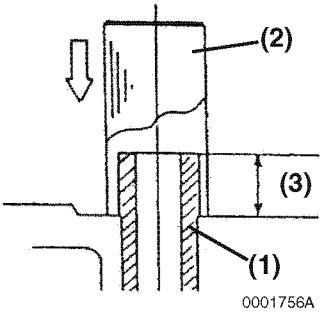

Figure 6-66
3. Finish installing the valve guides **(Figure 6-66, (1))** into the cylinder head to the proper height **(Figure 6-66, (3))** using the valve guide installation tool **(Figure 6-66, (2))**. *See Intake / Exhaust Valve and Guide on page 6-7.*